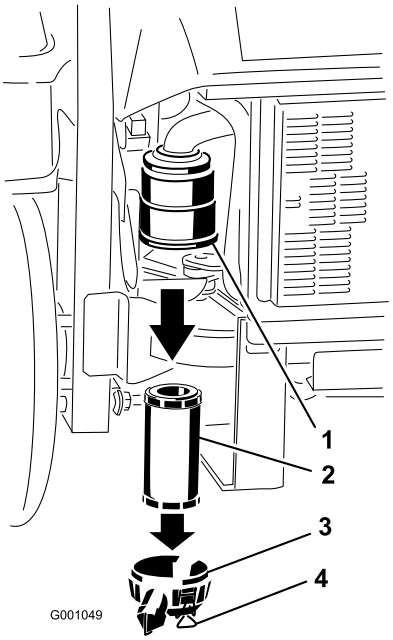

Figuur 32
3. Maak de sluitingen op het luchtfilter los en trek het luchtfilterdeksel van het luchtfilterhuis (Figuur 32).
5. Schuif het filter voorzichtig uit het luchtfilterhuis (Figuur 32). Zorg ervoor dat u niet met het filter tegen de zijkant van het luchtfilterhuis stoot.